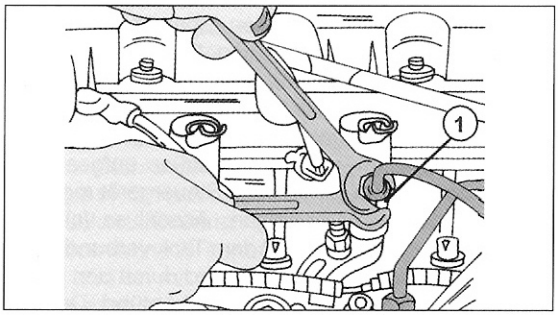

Bild 179
- Zwei Schraubenschlüssel in der in Bild 179 gezeigten Weise am Anschluss ansetzen und die Leitung an der Einspritzdüse abschrauben. In gleicher Weise die Überwurfmutter der Leitung am Anschluss des Common-Rail-Verteilerrohres abschrauben. Offene Anschlüsse an der Düse und am Verteilerrohr in geeigneter Weise gegen Eindringen von Schmutz abdecken. In der Werkstatt werden dazu Kappen auf die Anschlussstellen aufgedrückt.
- Die Muttern (1) der Zylinder 2 und 4 mit 30 Nm anziehen.
- Die Einspritzleitungen der Zylinder 1 und 3 handfest an die Einspritzdüsen und das Verteilerrohr anschrauben und die Muttern (1) der Klemmstücke (3) der beiden Zylinder mit 30 Nm anziehen.
- Die Überwurfmuttern an den Einspritzdüsen und am Verteilerrohr mit 25 Nm anziehen. Da in der Werkstatt ein spezieller Schlüssel zum Anziehen benutzt wird, auf welchen man einen Drehmomentschlüssel aufsetzen kann, müssen Sie das Drehmoment schätzen, falls die Überwurfmuttern mit einem Gabelschlüssel angezogen werden. Auf jeden Fall das darunterliegende Sechskant gegenhalten, wie man es in Bild 179 sehen kann.